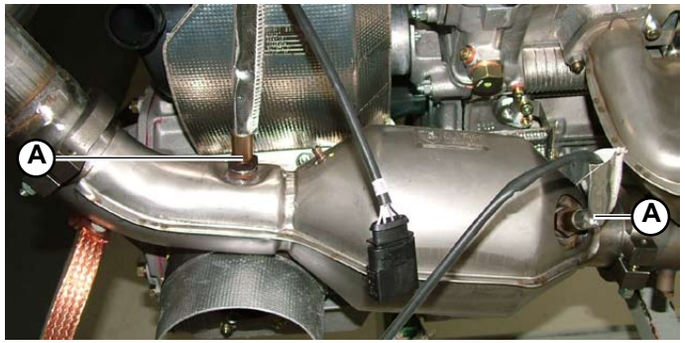

Fig.1
1. Connect the two oxygen sensors **(A-Fig.1)**.